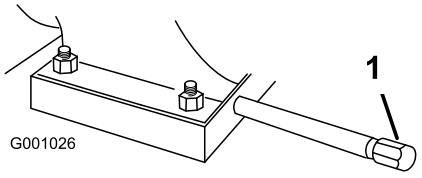

Figur 41
1. Rengjør området rundt oljetappepluggen (Figur 41).